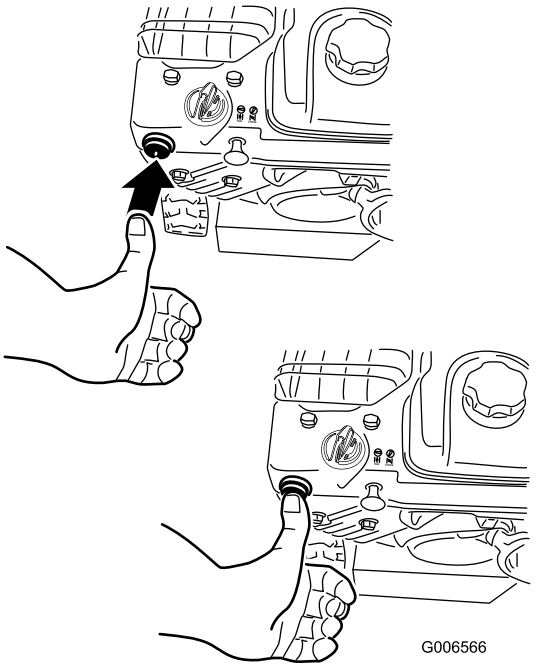

Figuur 27
4. Druk de hulpstartknop twee keer stevig in met uw duim (bij een temperatuur van minstens -9° C), of 4 keer bij een temperatuur lager dan -9° C. Hou de hulpstartknop telkens een seconde ingedrukt voordat u hem loslaat (Figuur 27).